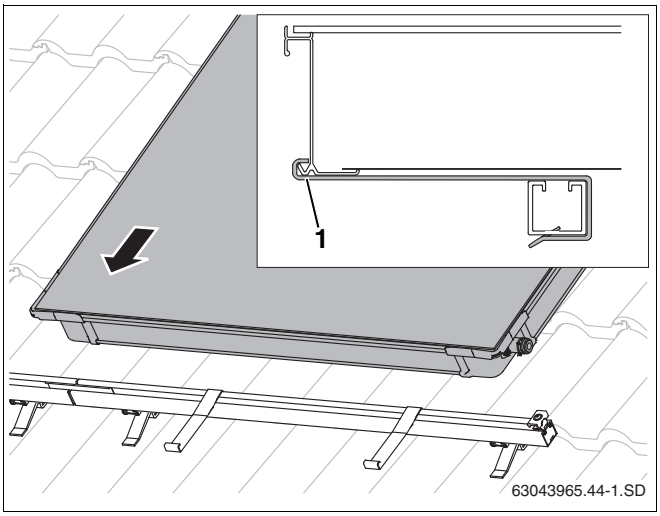

Рис. 43 Установка первого коллектора на профильные рейки
- Уложите первый коллектор на профильные рейки. Коллектор должен встать в крепления от сползания (рис. 43).
Нижний край коллектора должен войти в крепление от сползания (рис. 43, **поз. 1**).